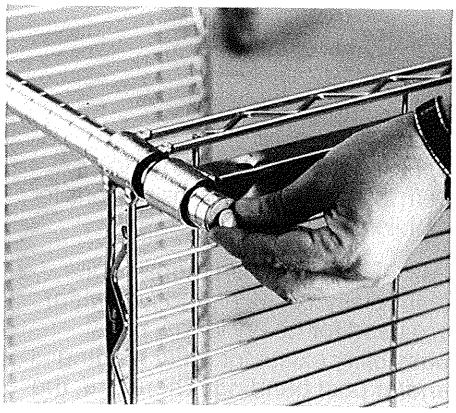

FIG. 7
9. On the same posts that the tie bar brackets are mounted to, insert a plastic post cap into the top of each post (Fig. 7).